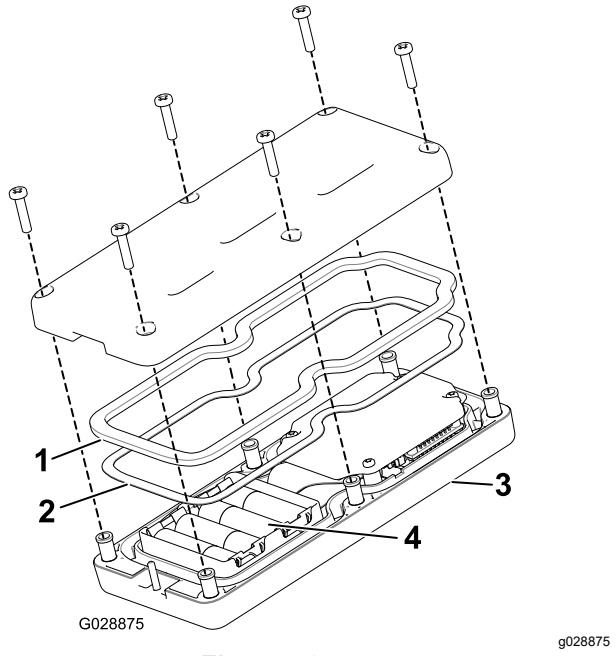

**Figuur 48**
3. Verwijder de 6 schroeven van de achterkant van de afstandsbediening en verwijder het deksel (Figuur 48).
5. Let op de polariteit van de batterijen terwijl u deze plaatst. Op het draagtoestel staat de polariteit van de contacten aangegeven (Figuur 48).
6. Als u per ongeluk de rubberen afdichting en de stalen pakking hebt verwijderd, moet u ze zorgvuldig terug plaatsen in de groef in de afstandsbediening (Figuur 48).
7. Plaats het deksel terug en bevestig het met de 6 schroeven die u eerder hebt verwijderd (Figuur 48) en draai deze vast met een torsie van 1,5 tot 1,7 N·m.